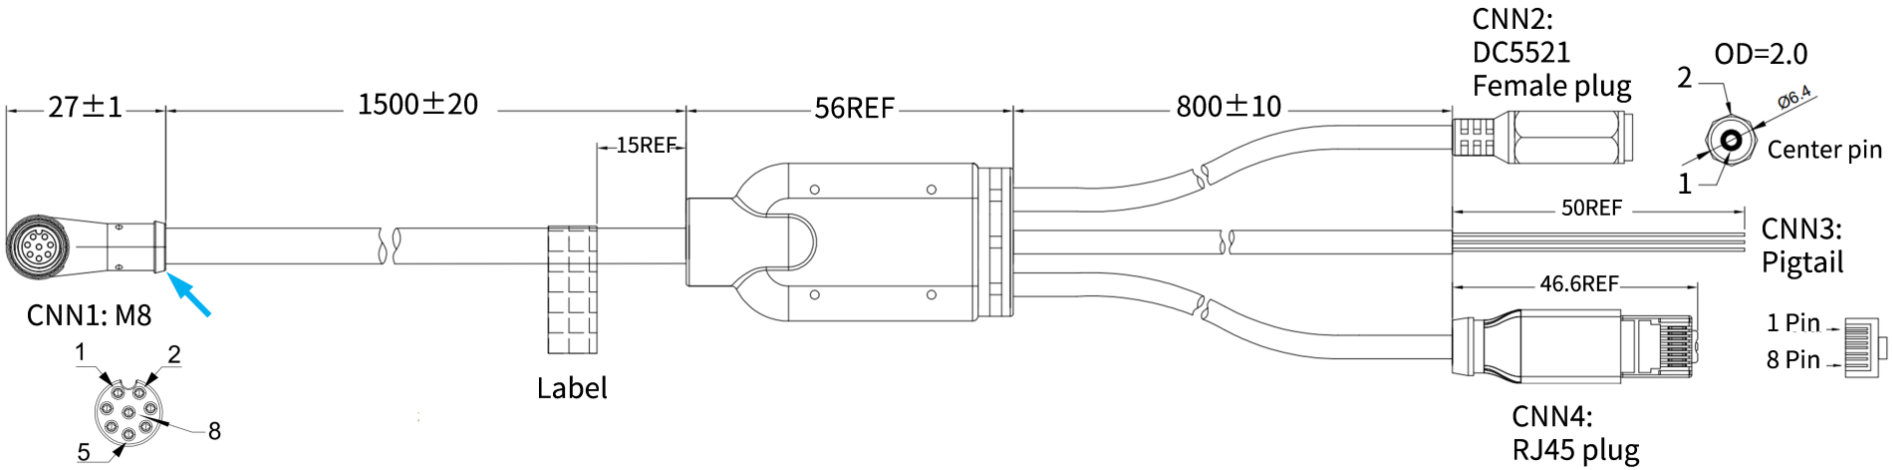

Figure 12. 1-to-3 splitter cable (unit: mm)
- If a right-angle connector is used, the joint between the cable and the connector's overmolded part (see arrow in Figure 12. 1-to-3 splitter cable (unit: mm)) can only withstand a lateral force of less than 40 N.